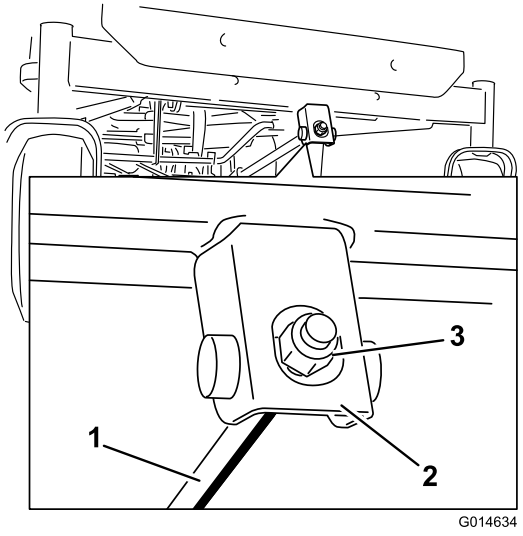

Figuur 64
6. Om de schuinstand in te stellen, moet u de stelmoer op de voorkant van het maaidek draaien (Figuur 64).